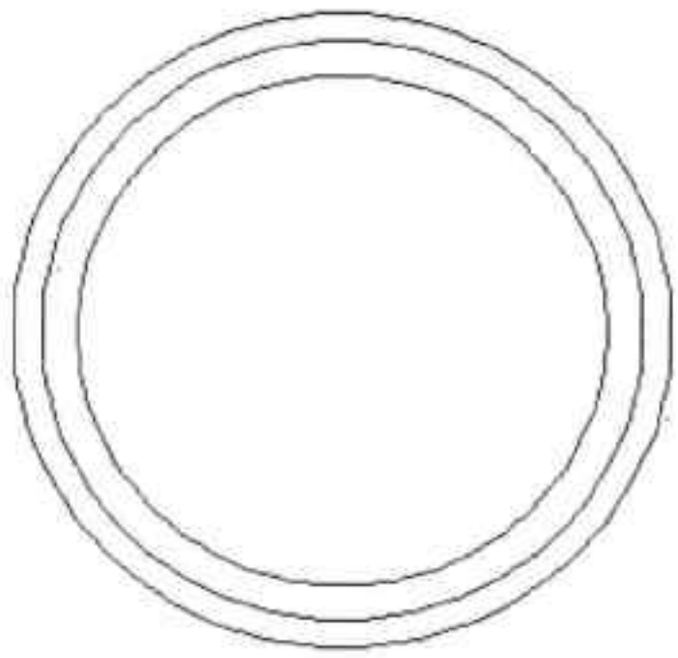

图12-39 绘制同心圆
Step02 同样执行“圆”命令，指定圆心，绘制半径为 73.5mm 和 80.5mm 的两个圆，完成一个同心圆的绘制，如图 12-39 所示。